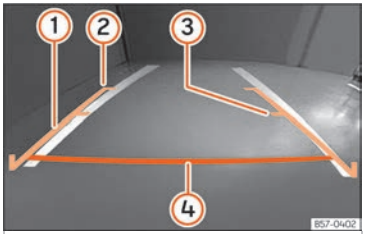

Fig. 211 Display on the Infotainment system screen.: guide lines.
- **Vehicle load modifies the representation of the guide lines ››› Fig. 211. The width represented by the lines decreases with vehicle load. Pay special attention to the surroundings when the inside of the vehicle of the luggage compartment are loaded.**
Meaning of the orientation lines ››› Fig. 211